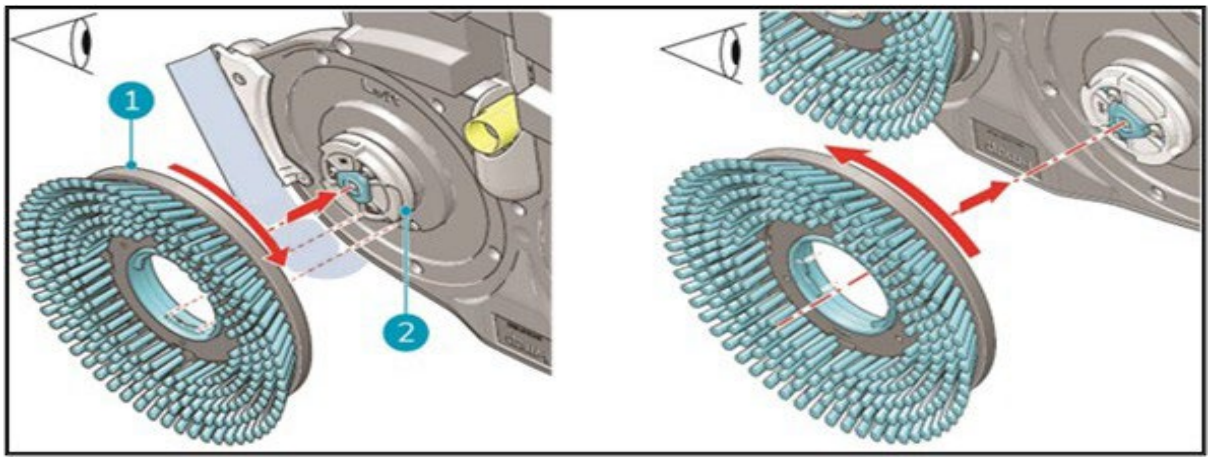

Figure 34
28. Using your other hand to turn the left brush (Figure 34 , pos 1) anticlockwise until you feel resistance or see the motor disk turning as well.